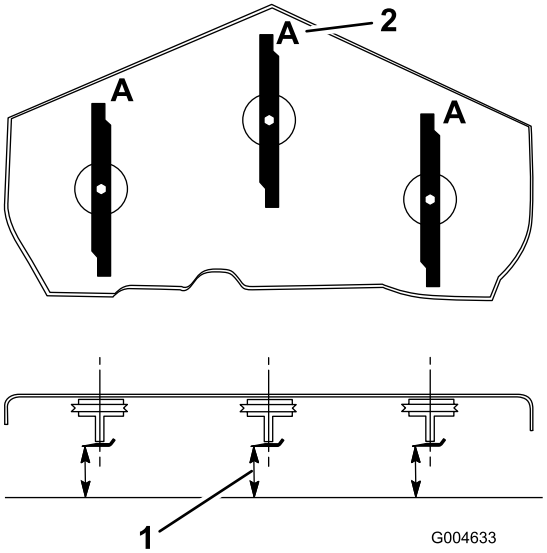

Figura 66
3. Gire las cuchillas hasta que los extremos estén orientados hacia adelante y hacia atrás (Figura 66). Mida desde una superficie nivelada hasta el filo de corte, posición **A**, de las cuchillas (Figura 66). Anote esta dimensión.